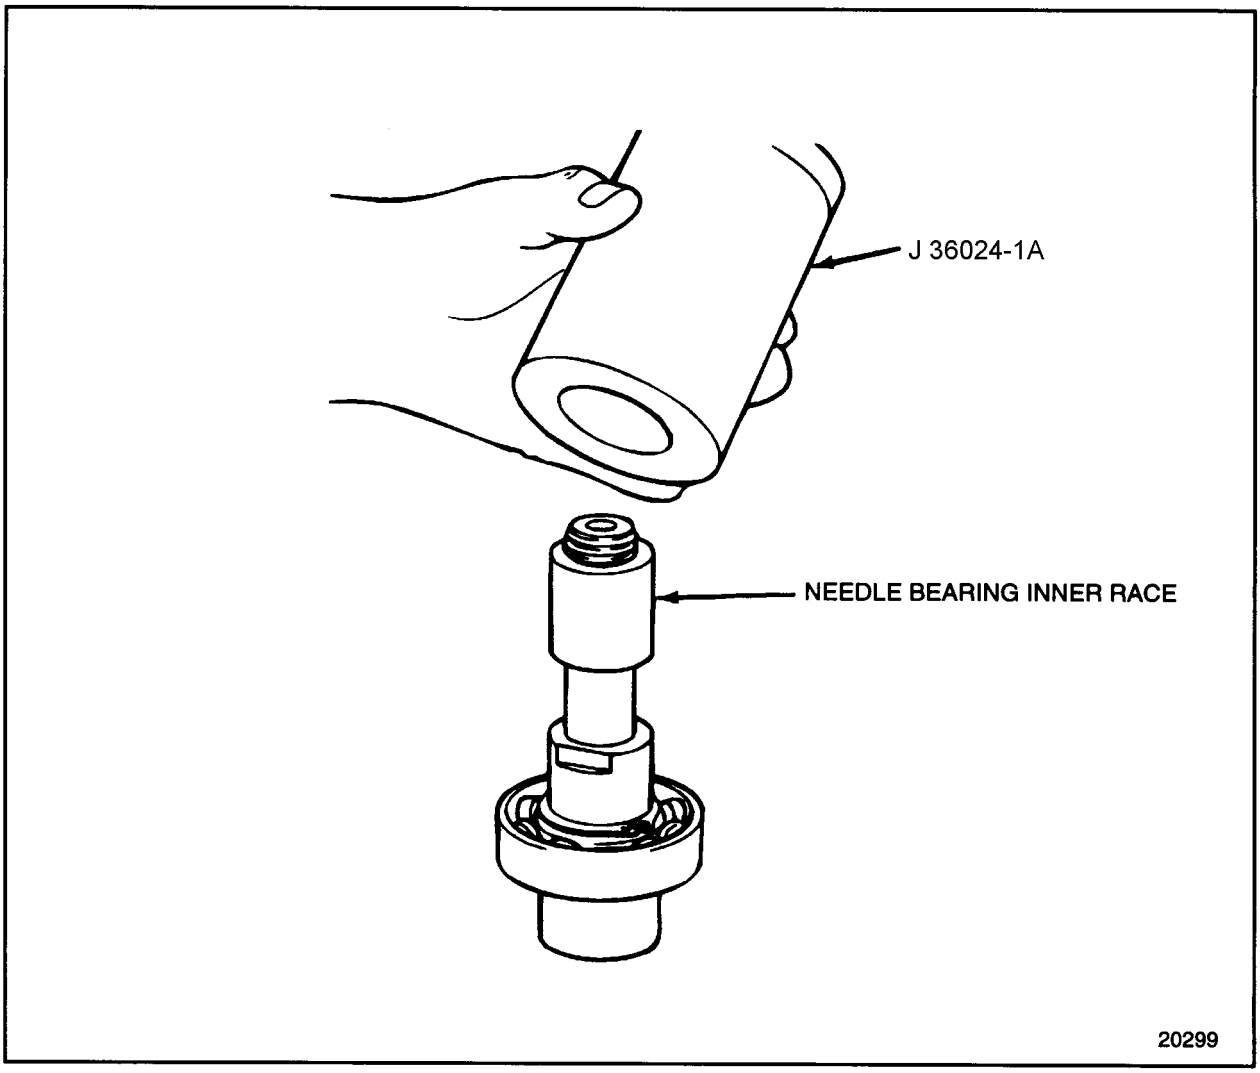

Figure 1-470 Needle Bearing Inner Race Installation
3. Place the needle bearing inner race on the accessory drive shaft. Use tool J 36024-1A (part of toolset J 36024–D) and a press to install the bearing inner race to the shaft until it is tight against the shoulder. See Figure 1-470.